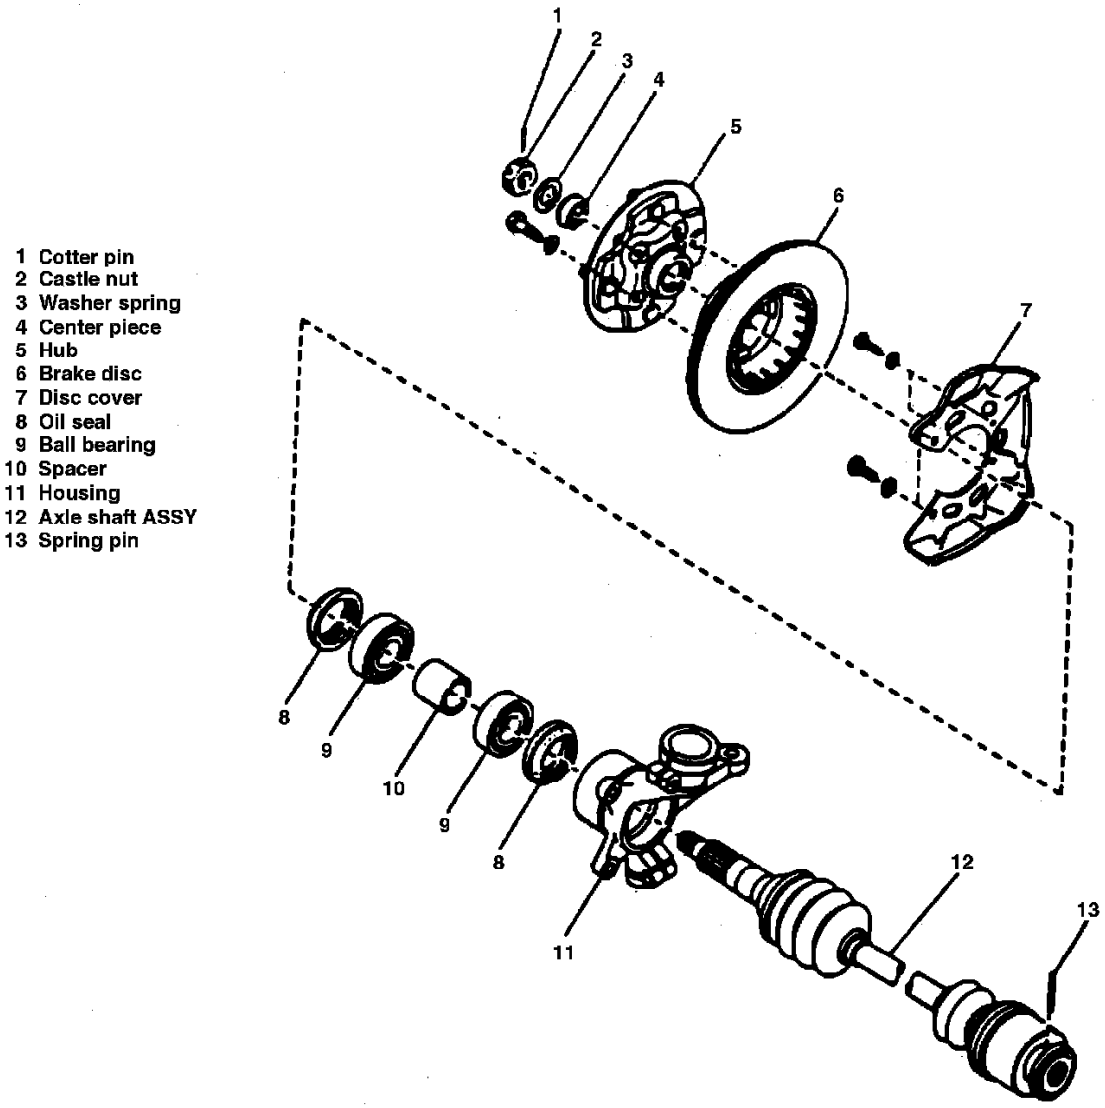

Fig. 1 Exploded View Of Front Drive Axle
4. Using a drift and hammer, remove and discard driveshaft spring pin, **Fig. 1.**